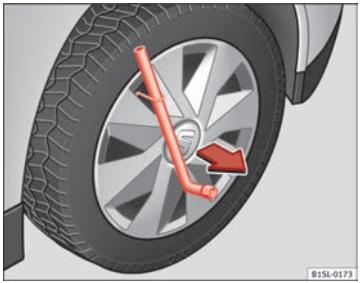

Fig. 142 Removing the full hubcap
- Insert the wheel brace onto the wire hook ⇒ Fig. 142 and pull the hub cap in the direction shown by the arrow.